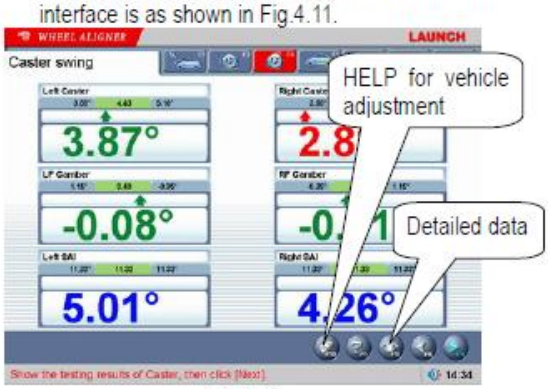

Fig.4.11
4. After test finished, please center the steering wheel. The system will automatically return to the next page to check the measurement result. The interface is as shown in Fig.4.11.